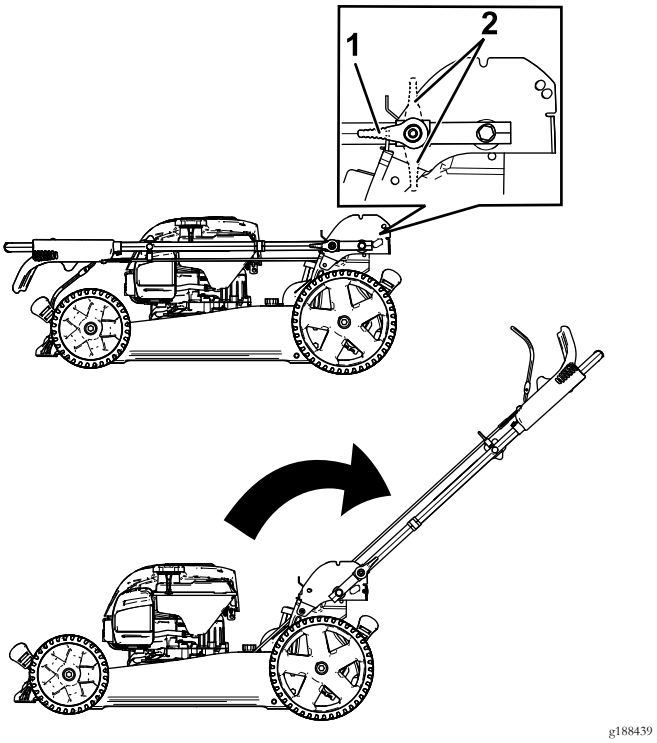

**Rysunek 3**
1. Zwolnij blokady uchwytu (Rysunek 3).
2. Obróć uchwyt w tył do pozycji roboczej (Rysunek 3).